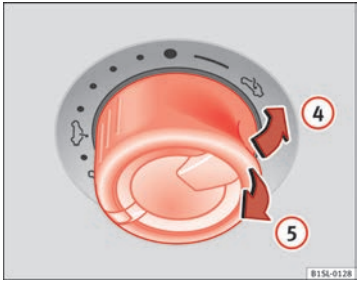

Fig. 27 In the interior roof: turn the knob to raise and to close the sunroof.
- Before approx. 5 seconds have passed since the activation of the anti-trap function, pull the knob ⇒ fig. 27 5 until the sliding/tilting sunroof is completely closed.